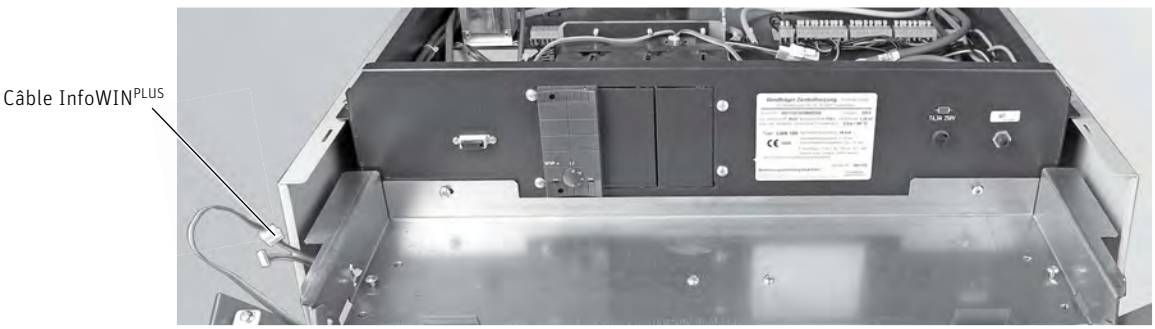

Fig. 167 Le cas échéant, assembler le câble InfoWIN PLUS et le poser dans la paroi latérale
– Contrôler le connecteur à 4 pôles du câble InfoWIN PLUS, le guider le cas échéant sur le côté gauche en dehors du tableau de commande (voir également 2.4.22), l'assembler et le poser dans la paroi latérale – Fig. 167.